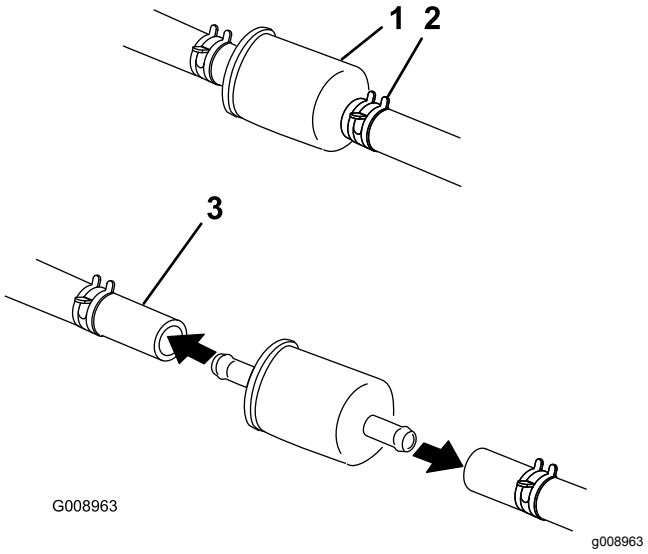

Figuur 62
4. Sluit de brandstofafsluitklep onder de stoel (Figuur 62).
5. Druk de uiteinden van de slangklemmen naar elkaar toe en schuif ze weg van het filter (Figuur 62).
7. Monteer een nieuw filter en schuif de slangklemmen terug tot dicht bij het filter (Figuur 62).